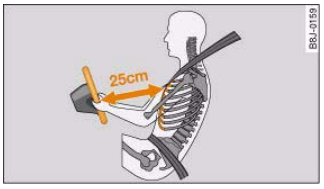

Fig. 190 Minimum distance from steering wheel
- **It is important for the driver and front passenger to maintain a distance of at least 25 cm from the steering wheel or dashboard ⇒ *page 179*, fig. 190. The airbag system will not be able to give the required protection if you sit too close to the steering wheel or dashboard. There is also a risk of injury if the airbags are inflated. The front seats and head restraints must always be positioned correctly for the height of the occupant.**